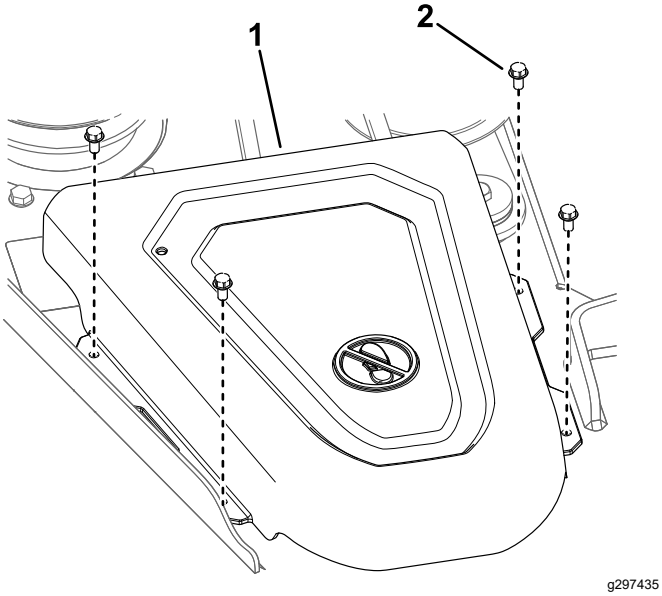

Rysunek 60
5. Zdejmij pokrywy paska (Rysunek 60).